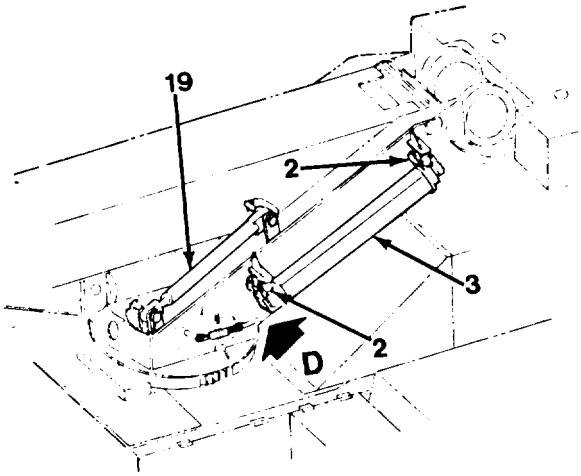
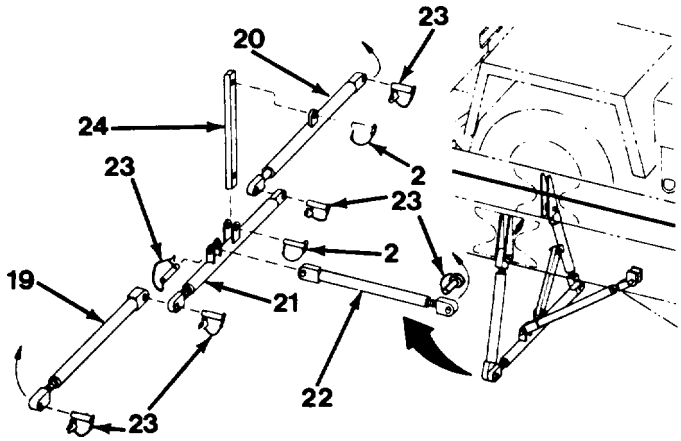

Figure 5-26 *Storage Location D*
Figure 5-29 *Support for Front of Boom*
e. Remove posts (19), (20), (21) and (22) and six pins (23) from storage locations A, D and E (Figures 5-26, 5-27 and 5-28). Two pins (2) and tube (24) are located in tool box. Connect one end of posts (19) and (20) to ends of post (21) with two pins (23). Swing remaining ends of posts (19) and (20) up and attach to ears on side of boom with two pins (23, Figure 5-29). Connect one end of post (22) to center of post (21) with pin (23); then swing other end of post (22) up and attach to ears underneath boom with pin (23). Attach tube (24) to posts (21) and (20) with two pins (2).